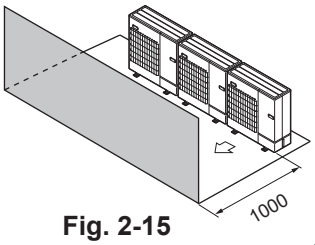

Fig. 2-15
(3) Obstacles uniquement à l’avant (Fig. 2-15)